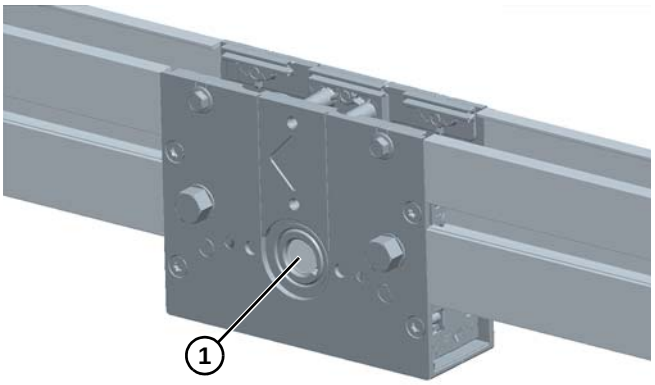

Figure 30
5. From opposite side, using a punch and hammer, carefully tap the shaft **(Figure 30, item 1)** out of the mid drive assembly.